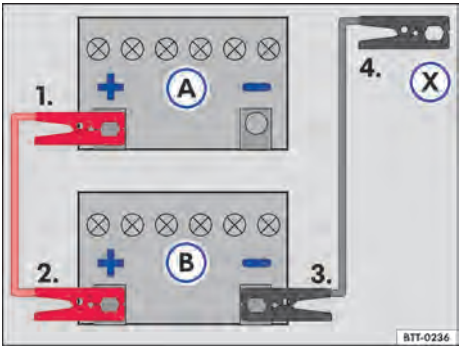

Fig. 151 Esquema para a conexão dos cabos auxiliares de partida: bateria do veículo descarregada Ⓐ e bateria do veículo fornecedora de corrente Ⓑ.
Legenda para → Fig. 151:
Conectar o cabo auxiliar de partida somente na sequência **1 – 2 – 3 – 4** → Fig. 151.
– Conectar uma extremidade do cabo auxiliar de partida *vermelho* ao polo positivo (**+**) do veículo com a bateria do veículo descarregada → Fig. 151 Ⓐ → ⚠.